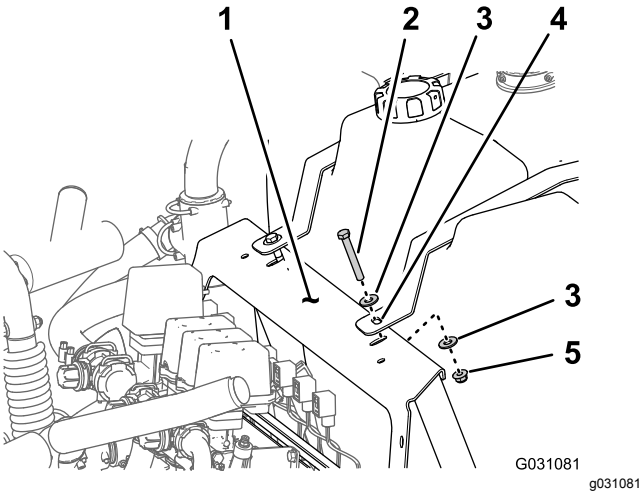

Figur 98
A. Fjern boltene (3/8 x 2-3/4 tomme), flenslåsemutteren (3/8 tomme) og skivene (3/8 tomme) som fester stroppene for skylletanken til manifoldfestet (Figur 98).